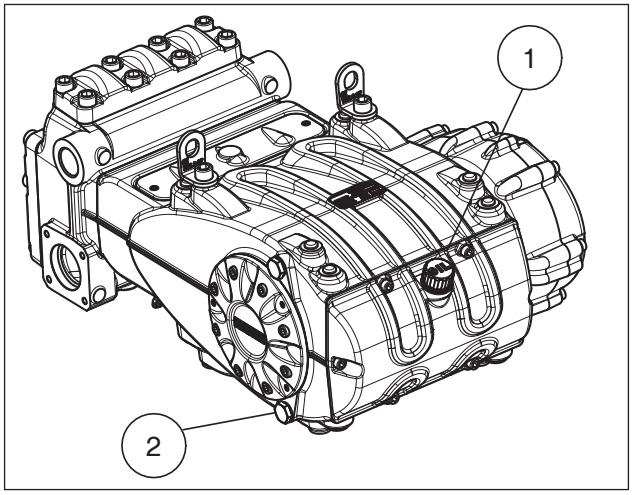

Fig. 3
Contrôler le niveau d'huile à travers le bouchon et la jauge présentant des repères de niveau minimum et maximum ①, Fig. 3. Si nécessaire, faire l'appoint pour rétablir le bon niveau. Pour procéder correctement au contrôle du niveau de l'huile, la pompe doit être à la température ambiante.
Procéder à la vidange de l'huile lorsque la pompe est à la température de service ; enlever le bouchon rep. ②, Fig. 3. Procéder au contrôle de l'huile et à la vidange comme indiqué au chapitre 11.
Enfiler une sonde de température dans le bouchon de vidange d'huile, rep. ② Fig. 3. Voir le manuel « PROTECTION ANTIDÉFLAGRANTE ATEX ».